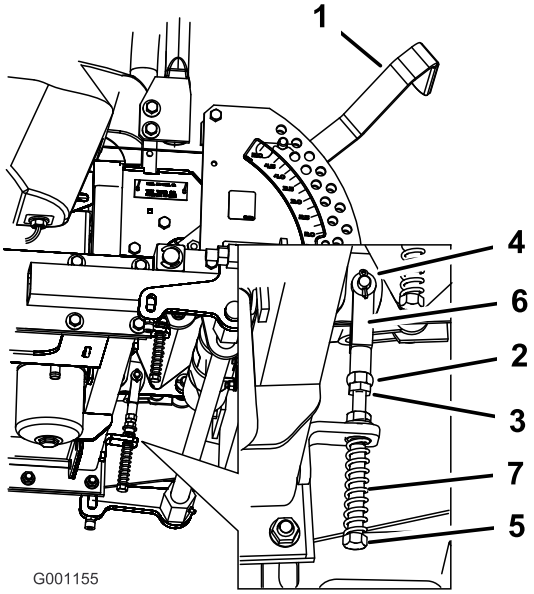

Figuur 71
8. Als de hendel moet worden afgesteld, draait u de moer en de contramoer tegen de gaffel los (Figuur 71).
9. Oefen een lichte achterwaartse druk uit op de rijhendel, draai de kop van de stelbout in de juiste richting totdat de hendel in de vergrendelde neutraalstand is gecentreerd (Figuur 71).
10. Draai de moer en de contramoer vast (Figuur 71).